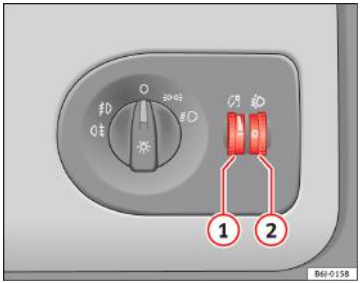

Fig. 56 Planşa de bord: reglarea iluminării instrumentelor şi a comutatoarelor şi butonul pentru reglarea farurilor
La aprinderea farurilor, luminozitatea instrumentelor şi iluminarea comutatoarelor pot fi reglate prin rotirea butonului rotativ în funcţie de preferinţe ⇒ fig. 56 (1).